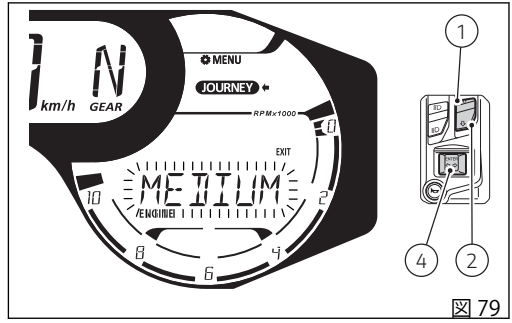

図 79
この機能に入ると、現在設定されているエンジン出力 (“HIGH”、“MEDIUM”、“LOW”) が点滅します (図 79)。ボタン (1) と (2) で、“HIGH”、“MEDIUM”、“LOW” の値と “EXIT” の文字 (枠が点滅) を順番に選択することができます。